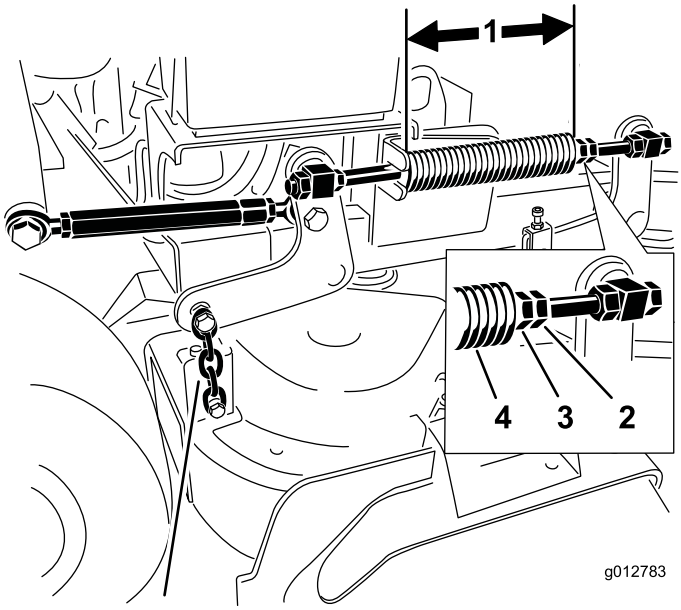

Figuur 87
2. Controleer de lengte van de drukveer. De nominale lengte bedraagt 28,2 cm voor maaidekken van 91,4 cm en 25,7 cm voor maaidekken van 101,6 cm (Figuur 87).
3. U kunt deze afstand instellen door de contramoer van de veer los te draaien en vervolgens te draaien aan de moer op de voorkant van elke veer (Figuur 87).
4. U borgt de moer in deze stand door de contramoer van de veer vast te draaien (Figuur 87).